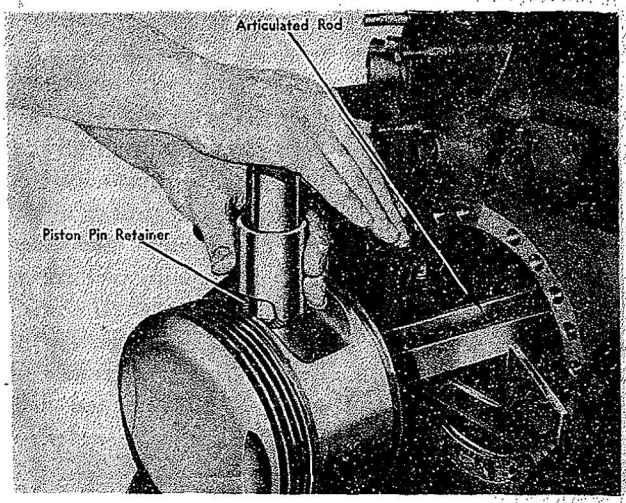

Figure 231—Installing Front Piston Pin Retainer
f. When the coil spring type piston pin retainer is used, install the front piston pin retainer in the same manner as described for installation of the rear retainer except that the adapter is not required since the rear retainer prevents the pin from slipping through the piston. Refer to Figure 231.